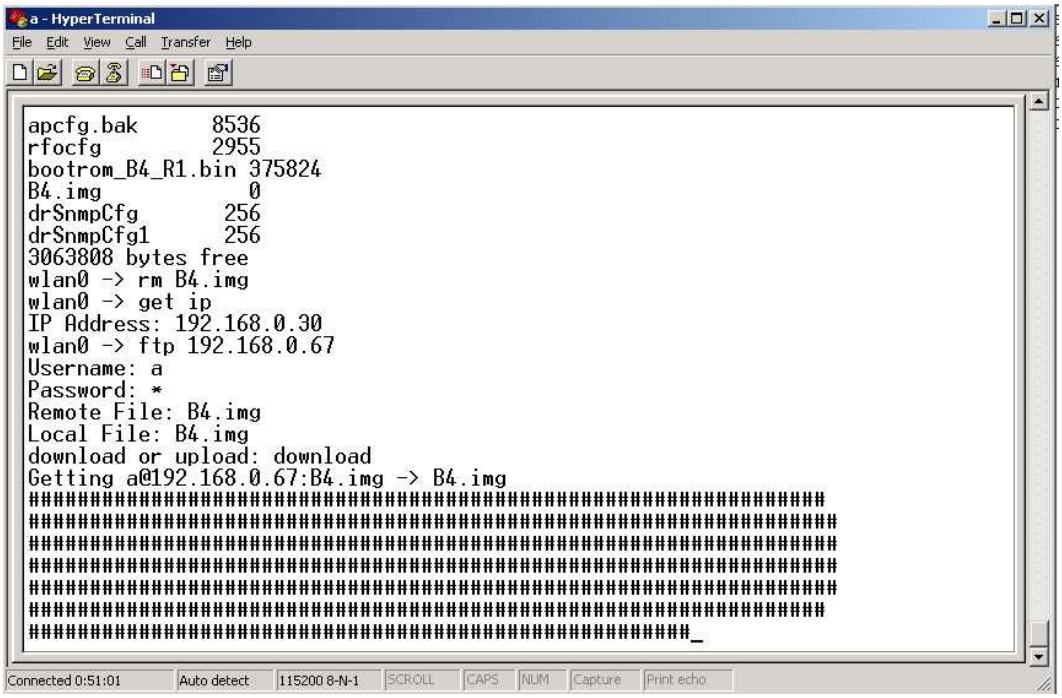

Figure 10. Downloading new firmware from FTP Server
4. AT the A8 CLI, login to the FTP server and then download the new firmware from the FTP server into the A8. Figure 10 shows an example.